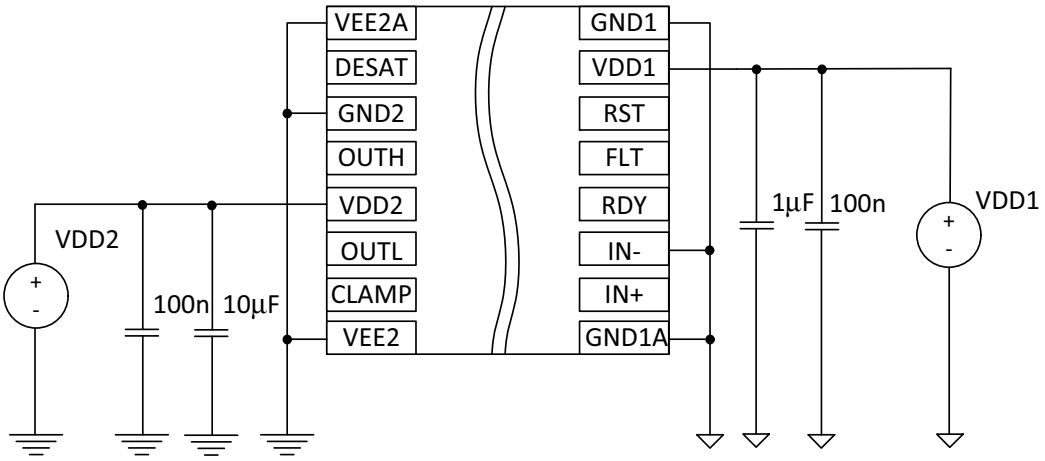

**Figure 25. Unipolar Power Supply**
- In Unipolar power supply the driver is typically supplied with a positive voltage of 15 V at VDD2. Dynamic turn on throughout the internal IGBT input capacitance could be prevented by Active Miler Clamp function. CLAMP output should be directly connected to IGBT gate (Figure 25).